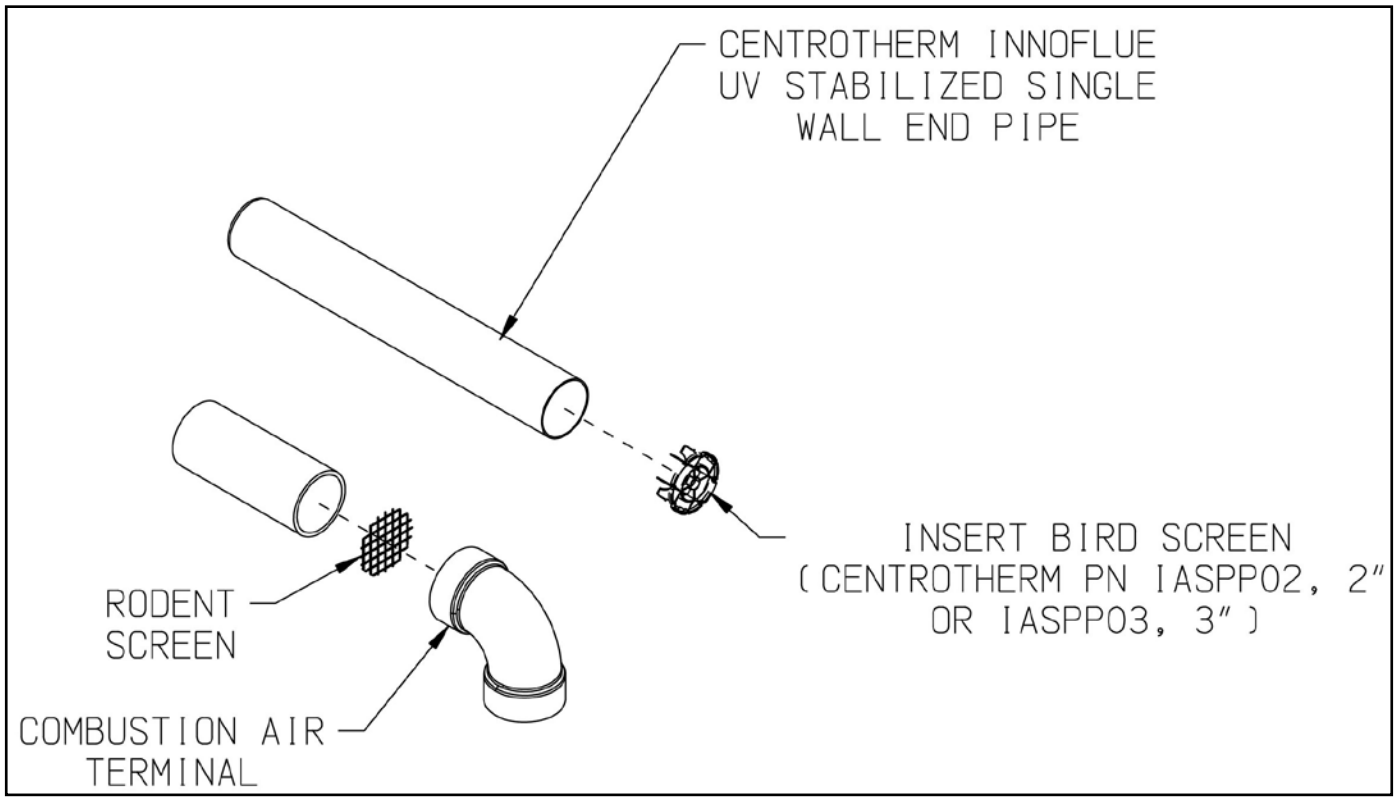

Figure 7.44: Installation of Centrotherm InnoFlue UV Stabilized Single Wall Horizontal Terminal
a. See Figure 7.44 for proper orientation of twin pipe horizontal terminals. Outer edge of end pipe must be 10" or less from the wall surface. (Figure 7.5)